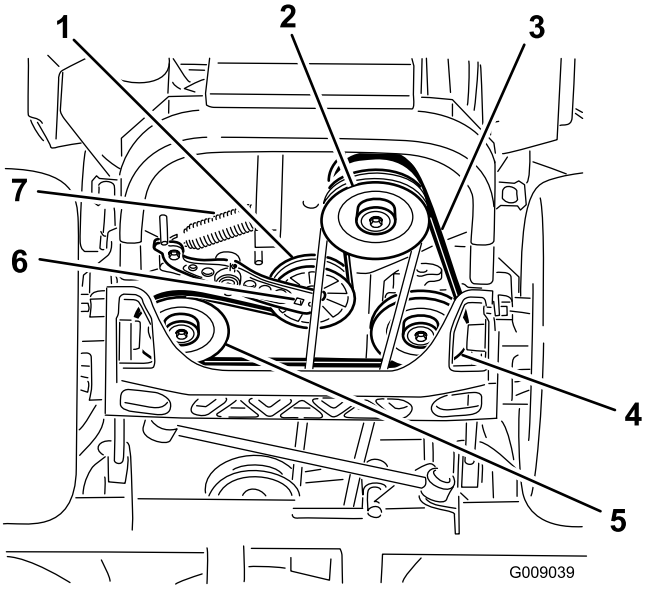

Figur 75
4. Løft maskinen, og understøt den med donkrafte (Figur 75).
5. Brug en skralde i det firkantede hul i styrearmen for at fjerne styrefjederen (Figur 75).
6. Tag styrefjederen af stellet (Figur 75).
9. Brug en skralde i det firkantede hul i styrearmen for at montere styrefjederen på stellet (Figur 75).